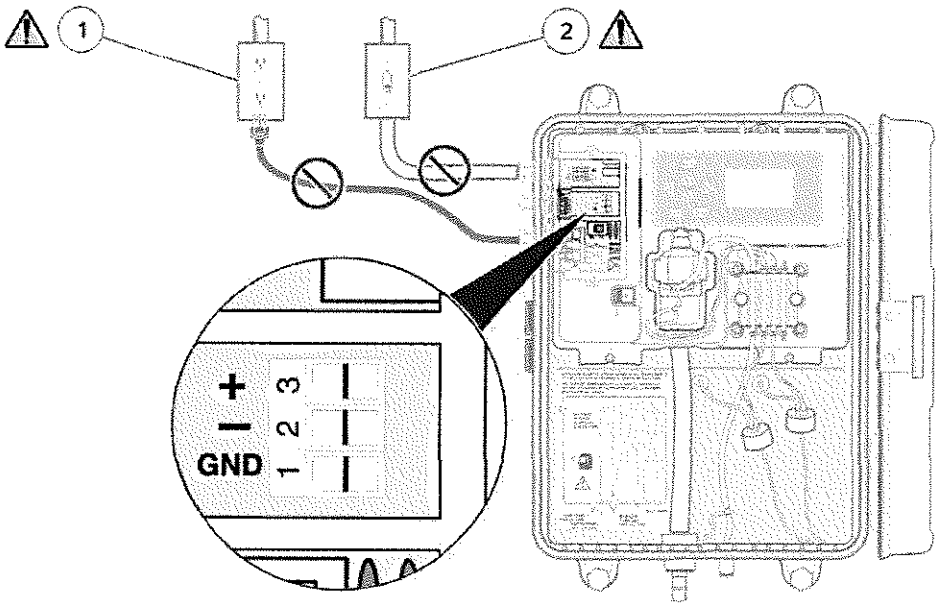

Figure 16 Recorder connections
5. Remove the connector from the instrument. Refer to Figure 16 on page 24for connector position.